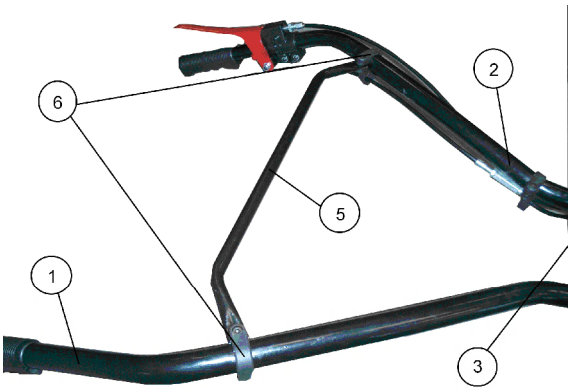

Рис. 2.
- Правая верхняя часть (см. рис.2, поз.1);
- Левая верхняя часть (см. рис.2, поз.2);
- Поперечная перекладина (см. рис.2, поз.5) с хомутами (поз.6), которая соединяет левую и правую верхние части
6. Шестигранным ключом на 4мм (в комплект поставки не входит) из хомутов (см. рис.2, поз.6) на верхних частях рукоятки управления, придерживая от выпадения гайки, выкрутить и вынуть болты М5х20.